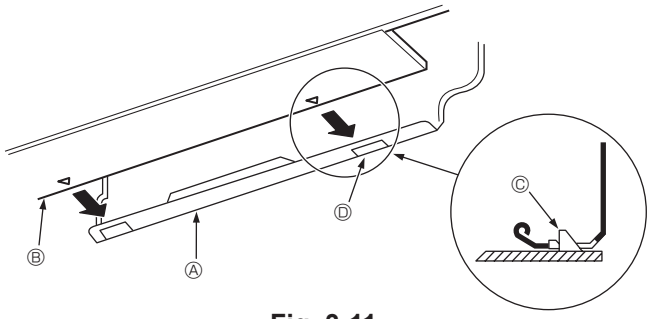

Fig. 3-11
3. Устанавливая трубки хладагента и дренажа в отверстие на стене (муфту), подвесьте верхнюю часть внутреннего блока к монтажной плите ①.
5. Закрепите блок, вдвинув его нижнюю часть в монтажную плиту ①. (Fig. 3-11)
* Убедитесь, что нижние фиксаторы внутреннего блока надежно встали в монтажной плите ①.